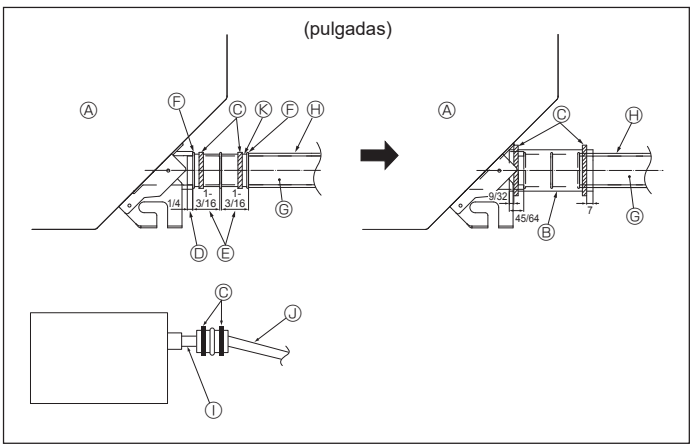

Fig. 5-2
1. Conecte el tubo de desagüe (suministrado con la unidad) al orificio de desagüe. (Fig. 5-2) (Sujete el tubo con cinta aislante y asegure la conexión con una abrazadera.)